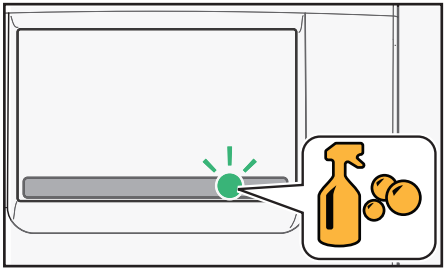

Fig. 5.2-Simbol curățare
Rulați programul de curățare atunci când simbolul curățare apare pe afișaj (fig. 5.2).
- Atingeți simbolul curățare care apare pe ecranul tactil atunci când trebuie să efectuați clătirea (fig. 5.2).
- Atingeți simbolul curățare care apare pe ecranul tactil atunci când trebuie să efectuați curățarea completă (fig. 5.2).